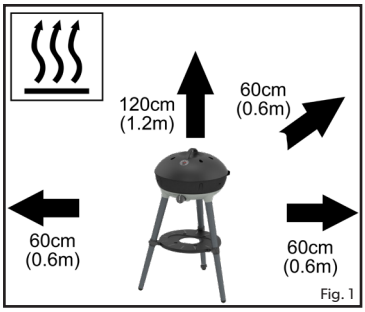

Fig. 1
- Asegúrese de que el aparato se utilice lejos de materiales inflamables. Las distancias mínimas seguras son: Sobre el aparato: 120cm, en la parte posterior y en los lados: 60cm (fig. 1).